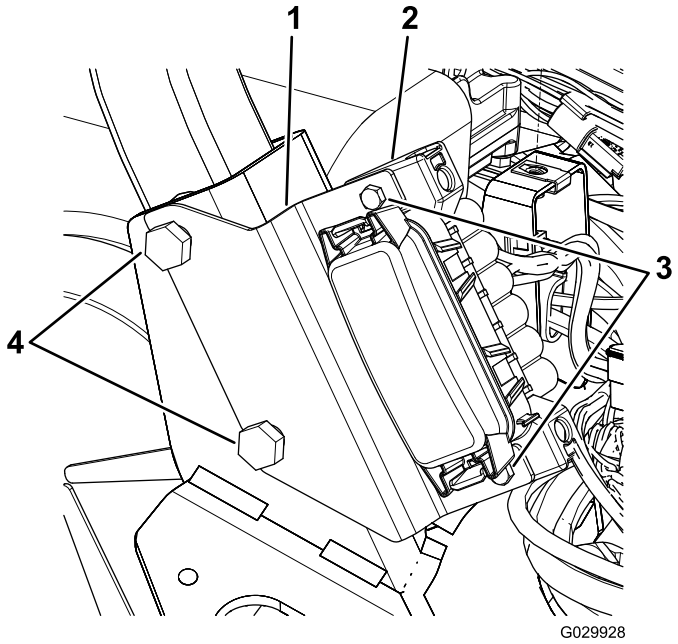

图11
1. 拧开将 ROPS 右侧固定到机架上的 2 个螺母和螺栓（图11）。
2. 如图11 所示，将保险丝盒支架上的插槽与螺栓对齐。
4. 用 2 个螺丝将保险丝盒固定到支架上（图11）。